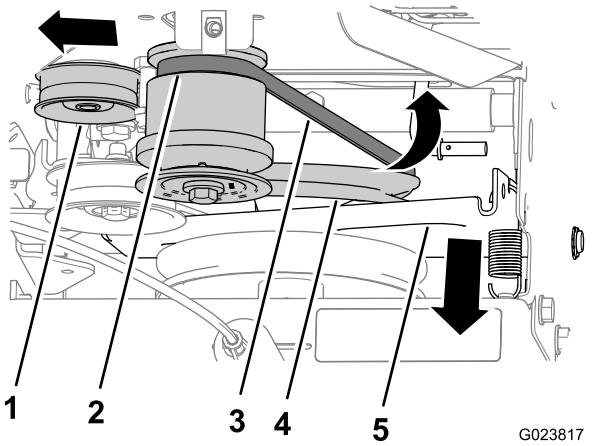

Figura 42
4. Ruotate la staffa di comando della trazione e la puleggia di trazione in avanti (Figura 42).
5. Tirate la puleggia di tensione verso l'esterno (Figura 42).
7. Fate scorrere via la cinghia dalla scanalatura posteriore della puleggia del motore e rimuovete la cinghia dalla macchina (Figura 42).
2. Allineate la cinghia nella scanalatura nella parte inferiore della puleggia di trazione (Figura 42).
3. Tirate la puleggia di tensione verso l'esterno (Figura 42).
4. Allineate la cinghia nella scanalatura posteriore della puleggia del motore (Figura 42).